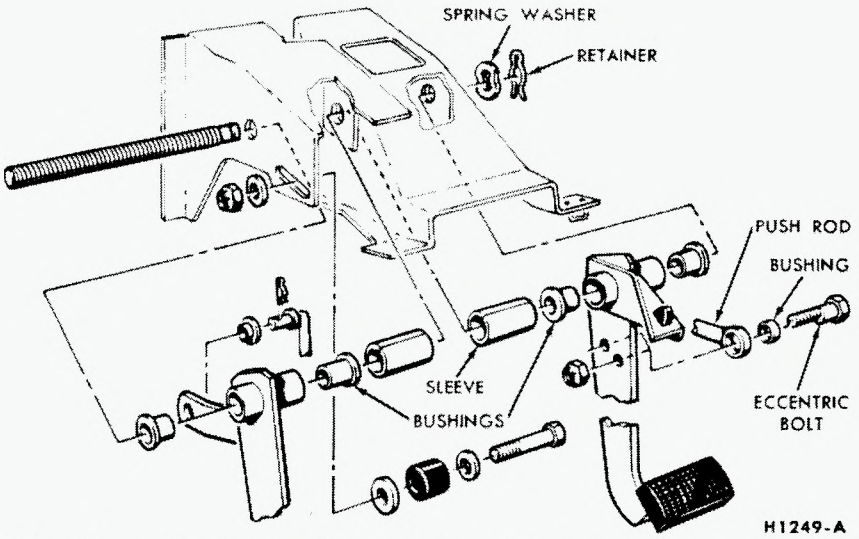

FIG. 20—F-Series Brake Pedal and Related Parts
2. Remove the brake master cylinder push rod eccentric bolt nut, and remove the bolt and nylon bushing (Fig. 20).